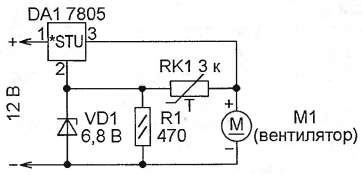

Рис. 1
**Простое управление вентилятором (рис. 1 http://320volt.com/wp-content/uploads/2011/11/7805-fan-regulator-zener-ntc.png).** Интегральный стабилизатор напряжения DA1 поддерживает напряжение между своими выводами 3 и 2 равным 5 В независимо от потенциала вывода 2, соединённого с общим (минусовым) проводом источника напряжения 12 В через резистор R1. Его крыльчатка вращается быстрее. Отвод тепла от охлаждаемого объекта усиливается.